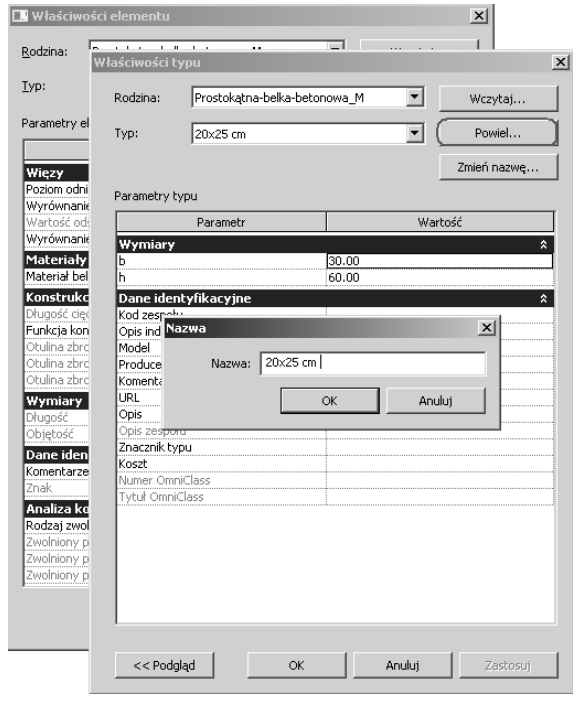

Rysunek 3.54. *Przycisk Powiel..., umożliwiający utworzenie nowego typu obiektu*
- Powielamy i wprowadzamy nazwę `20×25 cm` (rysunek 3.54).